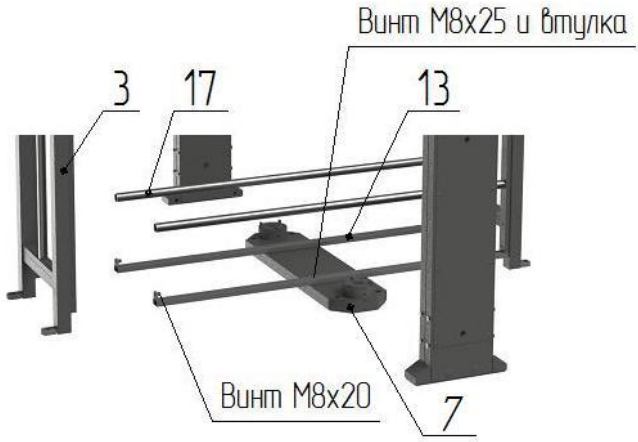

Рис. 3
6.2.2.Установка ограждения (рис. 3, 4):
- к вертикальным стойкам лицевых решеток с внутренней стороны установите нижние стяжки **13** и закрепите винтами М8 к решеткам и к плоскости напольной плиты **7** (рис.3);
- закрепите к раме **5** в средней части верхнюю стяжку **15** (рис.3) двумя винтами М8,лицевые решетки **3** и **4** закрепите винтами М8 к фланцам верхней стяжки **15**;